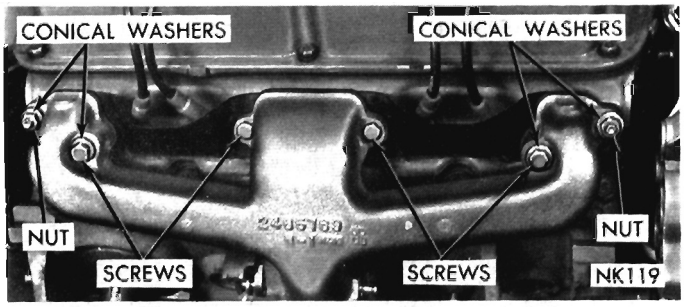

Fig. 15—Installing Exhaust Manifold (273, 318, 340 Cu. In. Engines)(Typical)
(1) Position two outboard arms of manifolds on the two studs on cylinder heads, using new gaskets. Install conical washers and nuts on studs (Fig. 15).
(2) Install two screws and conical washers at inner ends of outboard arms of manifold. Install two screws **without** washers on center arm of manifold (Fig. 15).